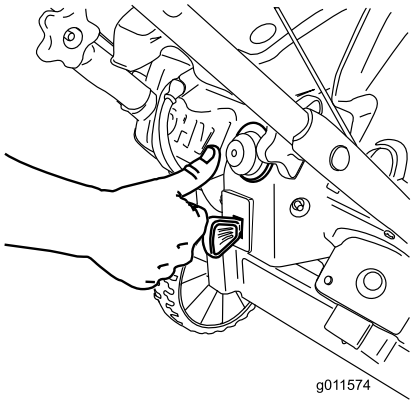

Figur 17
3. Trykk inn primeren bestemt to ganger med tommelen. Hver gang holder du primeren inne i ett sekund før du slipper den (Figur 17).